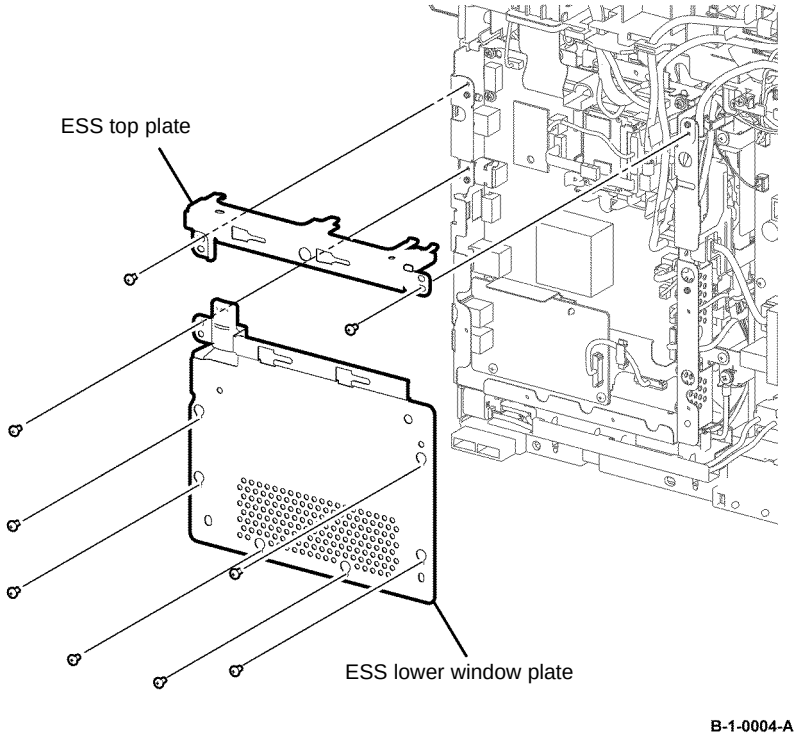

Figure 1 ESS Top and lower plate removal
9. Remove seven screws (silver, M3, 6mm), then remove the ESS lower window plate and the WIFI release lever, Figure 1.
10. Remove two screws (silver, M3, 6mm), then remove the ESS top plate, Figure 1.